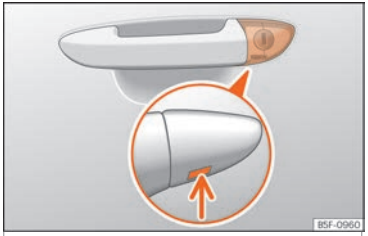

Fig. 5 Driver door lever: Hidden lock cylinder
- Insert the key shaft into the lower opening in the cover on the driver door handle ››› Fig. 5 (arrow) then remove the cover upwards.